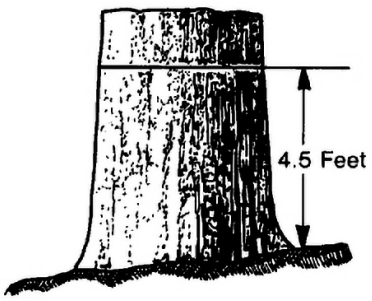

Figure 1. Measure from the uphill side.
1. Always measure from the uphill side. See Figure 1, below.